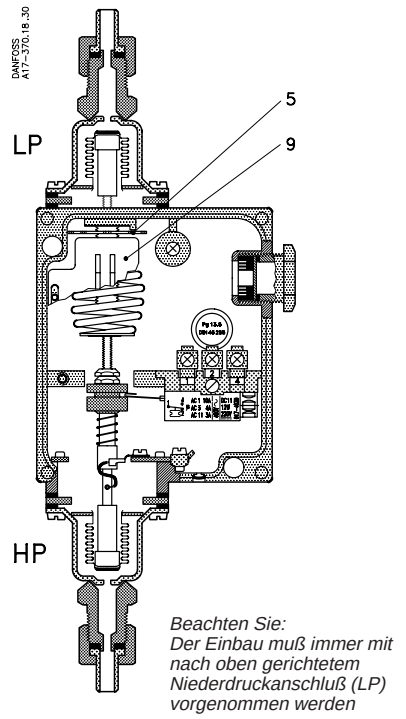

Abb. 15
Differenzscheibe (5), Abb. 15 Seite 13 auf 1 bar (10 m WS) minus der festen Differenz von 0,1 bar entsprechnd 0,9 bar einstellen. Neutralzonenrolle auf die rot-markierte Werkseinstellung einstellen.